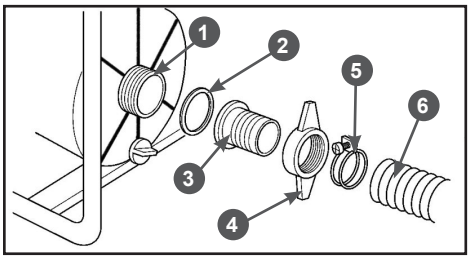

Рис. 11 Установка всасывающего рукава
3. Установите патрубок 3 через уплотнительное кольцо 2 к всасывающему фланцу 1 насоса и плотно затяните гайку 4 патрубка (Рис. 11).
4. Наденьте до упора всасывающий рукав 6 на патрубок 3 и затяните его хомутом 5 (Рис. 11).